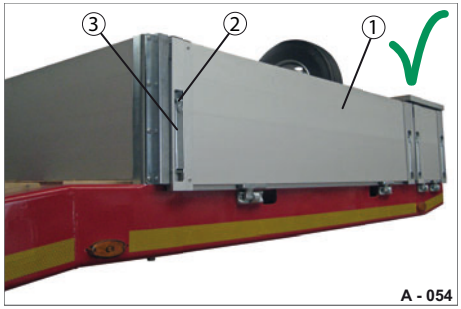

Abb. 49 Bordwand verriegelt
▶ Klappen Sie die Bordwand (Abb. 49/1) beidhändig hoch.
▶ Schließen Sie den Handhebel-Verschluss (Abb. 49/3) - drücken Sie diese mit der flachen Hand zu.
Die Sicherung (Abb. 49/2) schnappt automatisch ein.